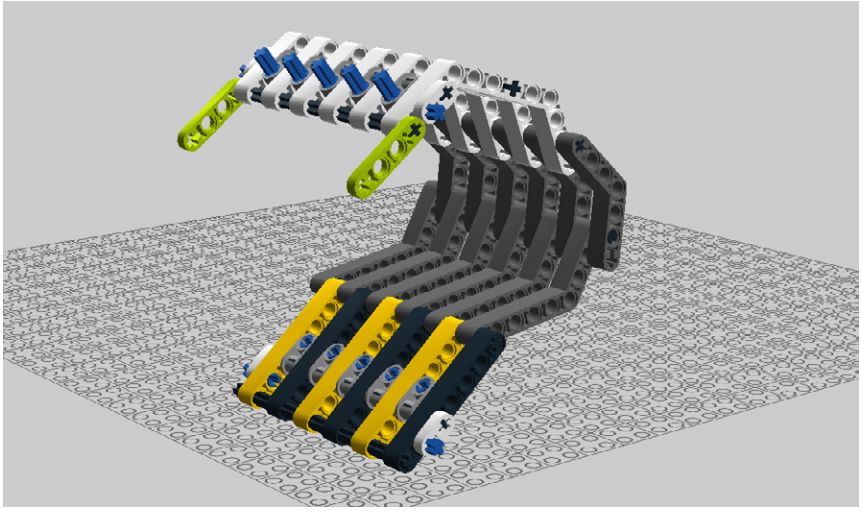

Figure 7-20. *Step 13: Adding Technic levers. You're done!*
13. Add two 4M Technic levers as seen in Figure 7-20. These will keep the bracer closed when it's on your arm. You're done with this bracer! Now make another one just like it.